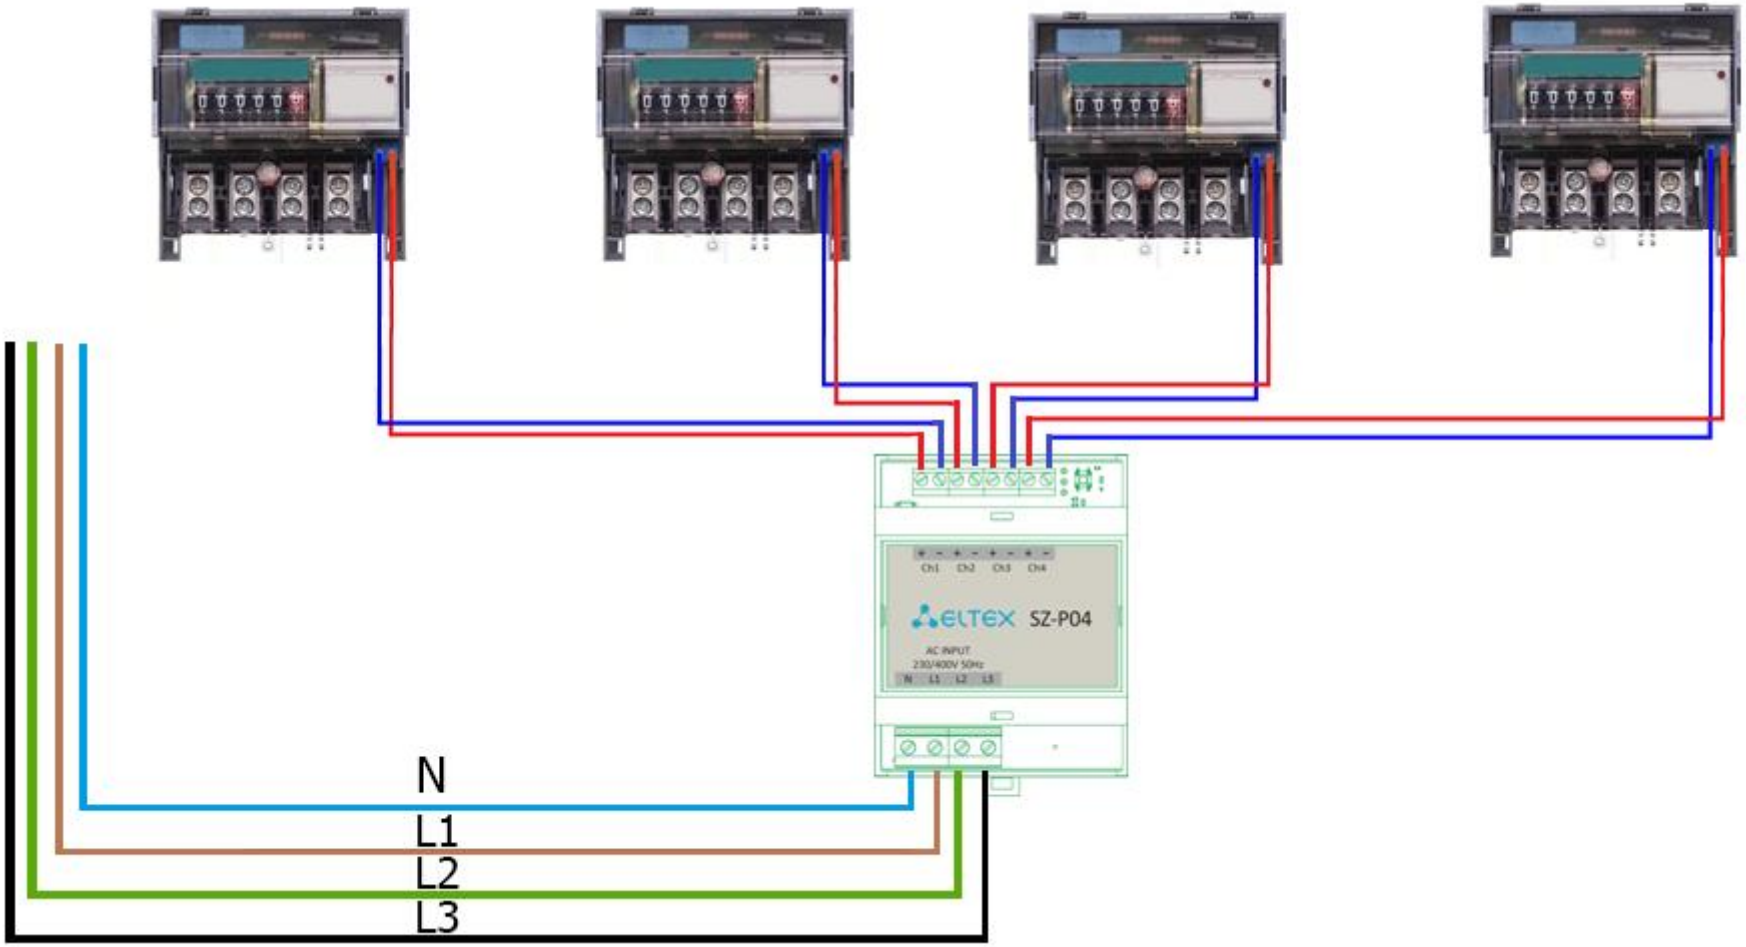

Рисунок 6 - Схема подключения к трехфазной сети
4.2 Подключение к трехфазной сети 380 В (рисунок 6). Подключите нейтраль к колодке N. Подключите фазы к колодкам L1, L2 и L3. Соблюдение порядка фаз не требуется.